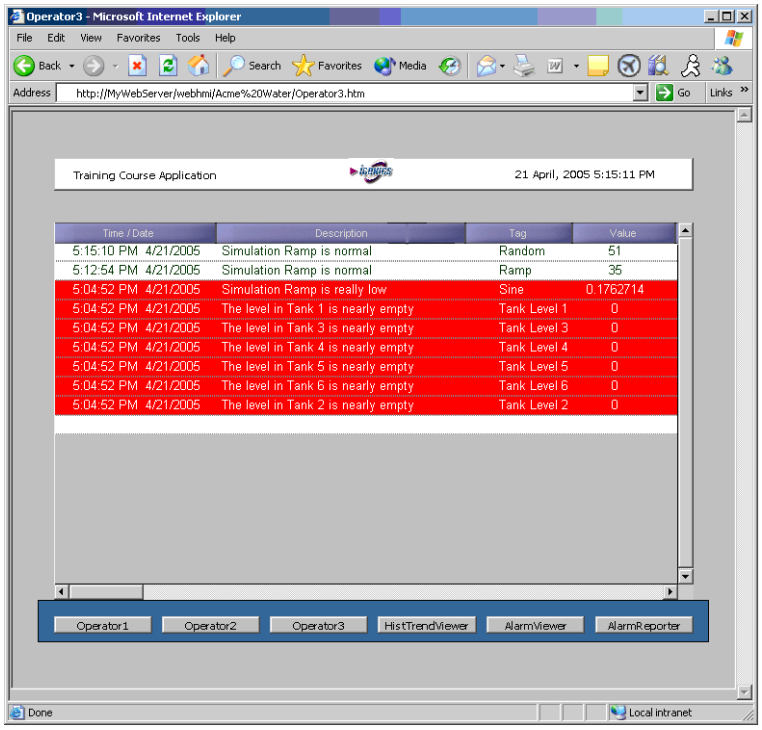

Figure L7.3: AlarmViewer.gdf on the WebHMI Client
8. Finally, switch to **AlarmViewer.gdf** by clicking the appropriate button. The Web browser should look like **Figure L7.3.**